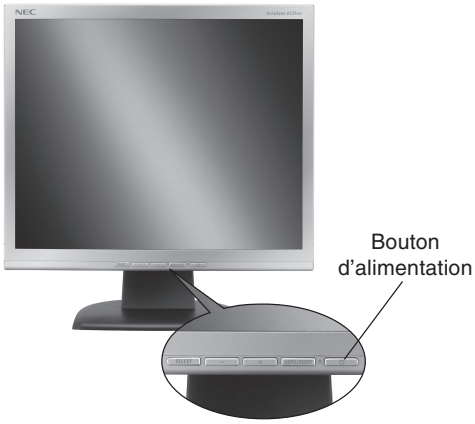

Figure C.1
4. Allumer le moniteur avec le bouton d'alimentation situé à l'avant (**Figure C.1**) ainsi que l'ordinateur.